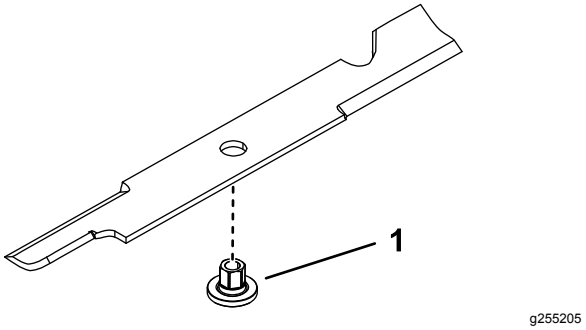

Figur 109
1. Monter hylsen gjennom bladet med hylseflensen på bunnsiden (gressiden) av bladet (Figur 109).